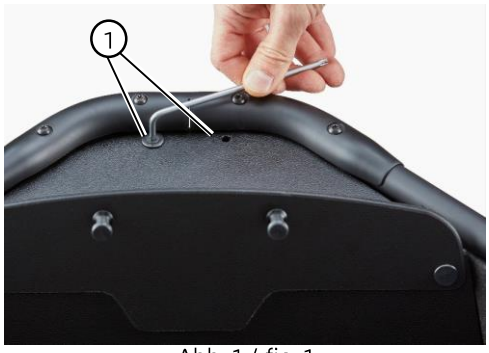

Abb. 1 / fig. 1
- Spritzwand oben demontieren (2 Schrauben ①, Bild 1).
- Detach upper part of splashboard (2 screws ① ,figure 1).
- Fix eccentric with screw ⑥ again and check cable tension again.
- Oberen Teil der Spritzwand demontieren (Bild 1), Akkus herausnehmen, vordere Abdeckungen ⑧ entfernen (Bild 7) und Handschuhfach ⑨ öffnen und abziehen.